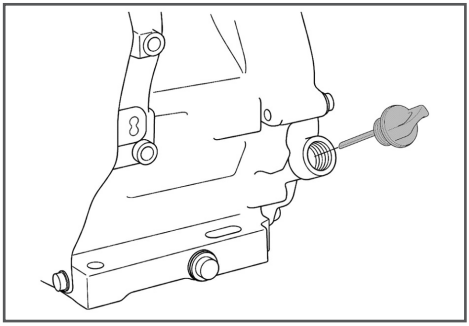

Рис. 7 Крышка-щуп маслозаливной горловины
2. Открутите крышку-щуп маслозаливной горловины и извлеките щуп (Рис. 7).
2. Выкрутите крышку-щуп маслозаливной горловины и извлеките щуп (Рис. 7).